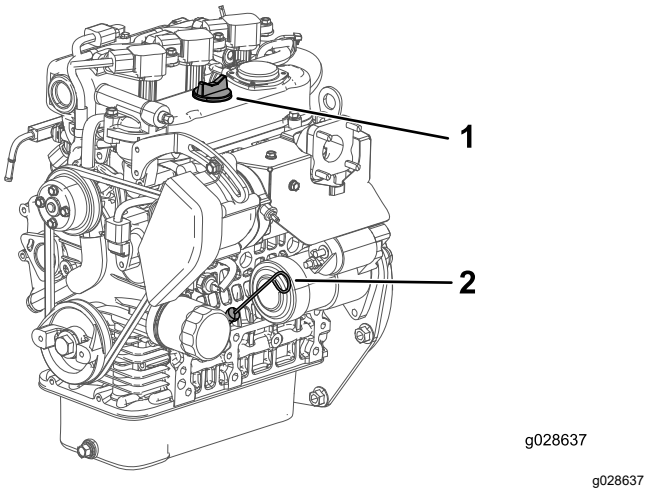

Figura 35
4. Retire a vareta e limpe-a com um pano limpo (Figura 35).
5. Coloque a vareta no tubo e verifique se fica completamente introduzida (Figura 35).
6. Retire a vareta e verifique o nível de óleo (Figura 35).
7. Se o nível de óleo estiver baixo, retire o tampão de enchimento (Figura 35) e adicione óleo suficiente para elevar o nível de óleo até à marca Cheio existente na vareta.
8. Volte a introduzir a vareta no tubo (Figura 35).